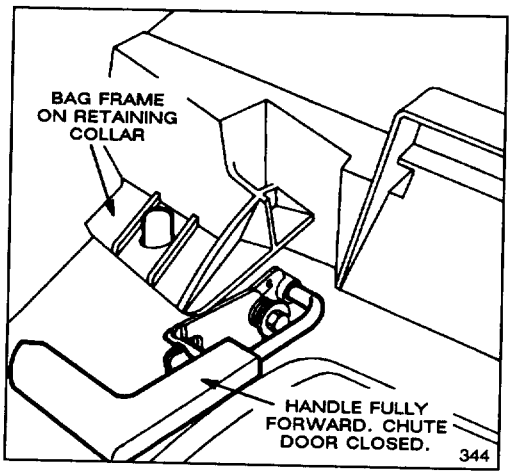

**Figure 9**
2. Assure discharge door handle is fully forward and pin is engaged in catch (Fig. 9).
3. INSTALLING BAG—Slide hole in bag door onto retaining post on housing (Fig. 9) and set rear of bag frame onto lower handle.
5. EMPTYING BAG—Stop engine and wait for all parts to stop. Move discharge door handle forward to engage the locking pin with catch (Fig. 9). Grasp handle at front and rear of bag and lift bag off mower. Gradually tip bag forward to empty clippings.